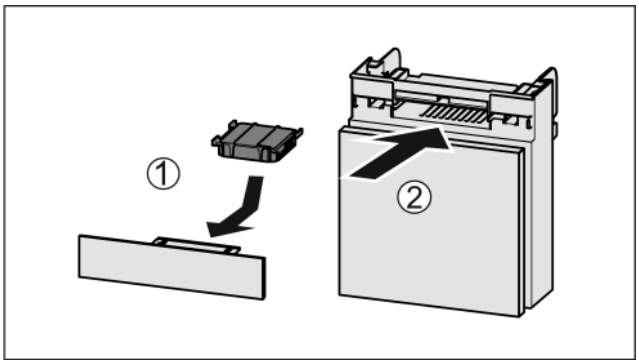

Fig. 191
▶ Insert the carbon filter as shown in the diagram *Fig. 191 (1)*.
▶ Push the compartment in *Fig. 191 (2)*.